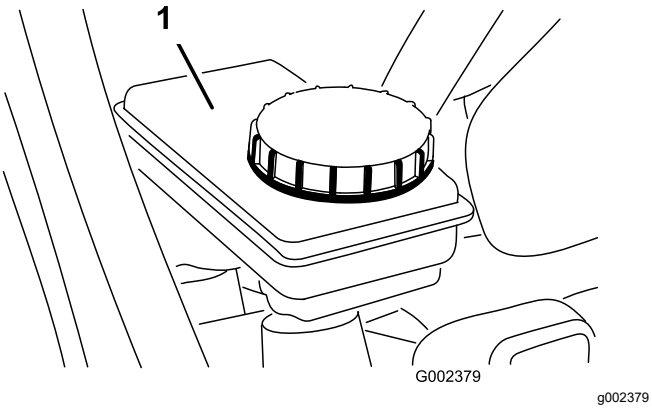

**Figura 51**
5. Asegúrese de que el nivel de fluido llegue a la línea Lleno del depósito (Figura 51).
6. Si el nivel de líquido es bajo, limpie la zona alrededor del tapón, retire el tapón y llene el depósito hasta el nivel correcto con el líquido de frenos especificado (Figura 51).